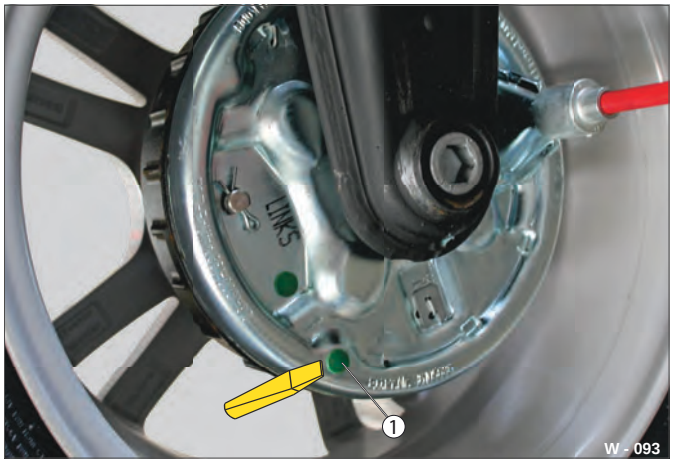

Fig. 65 Eksempel: Tromlebremse (ALKO)
▶ Fjern proppen fra kontrolåbningen (Fig. 65 /1).